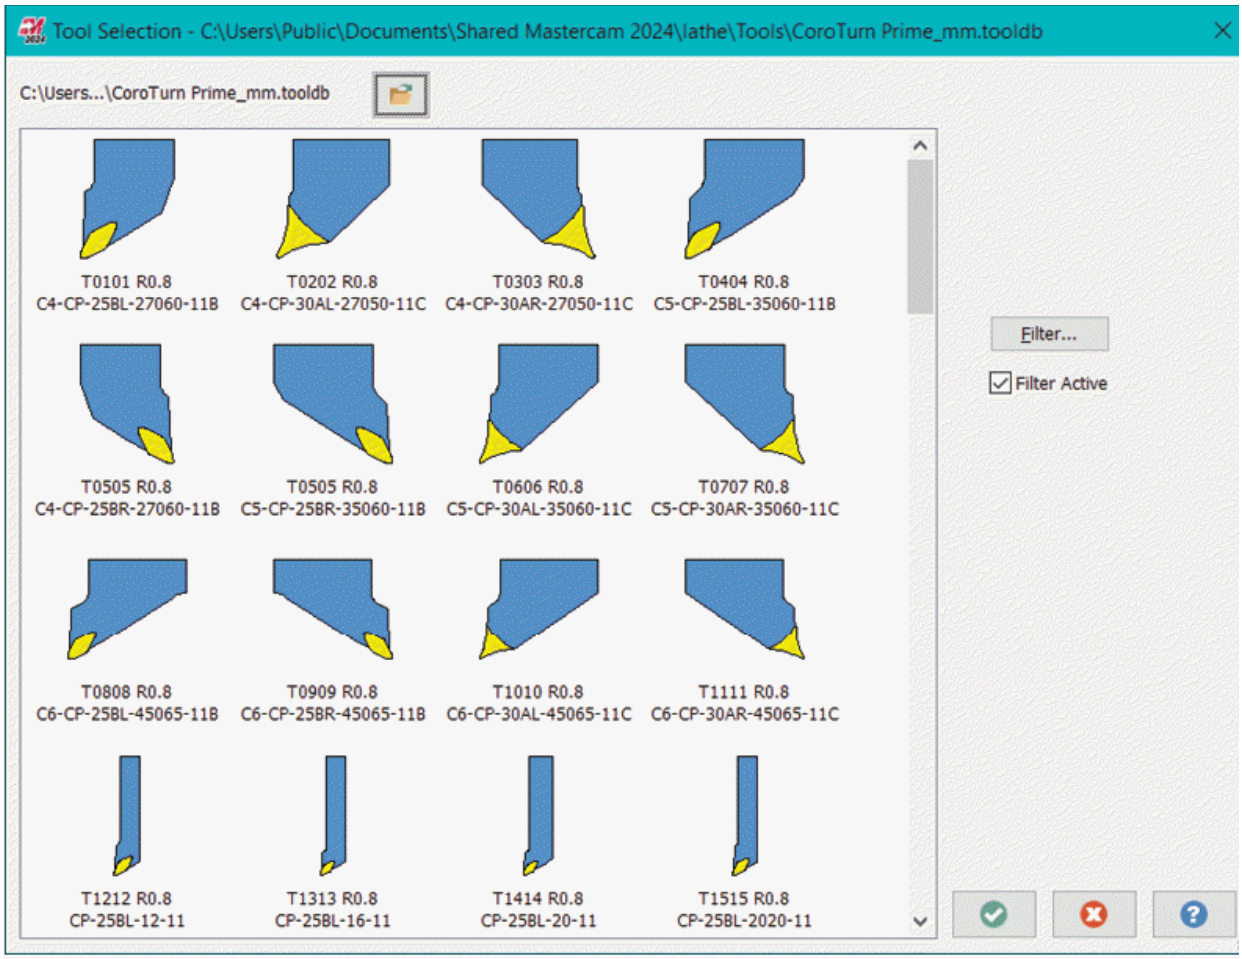

Figure-92. Tool Selection dialog box
- After selecting the library file, click on the **Open** button from the dialog box. The tools related to selected library will be displayed in the **Tool Selection** dialog box; refer to Figure-92.